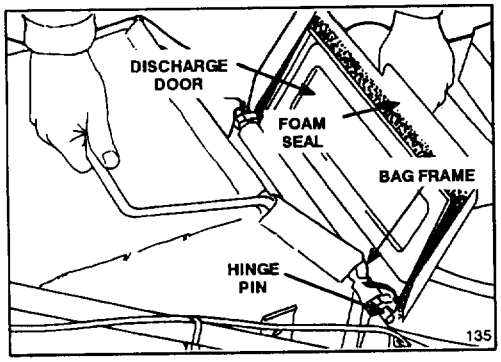

Figure 10
2. INSTALLING BAG—Raise discharge door and hook bag frame onto hinge pins (Fig. 10). Allow bag to rest on mower housing over discharge opening. Close door and make sure it seals around top of bag opening.